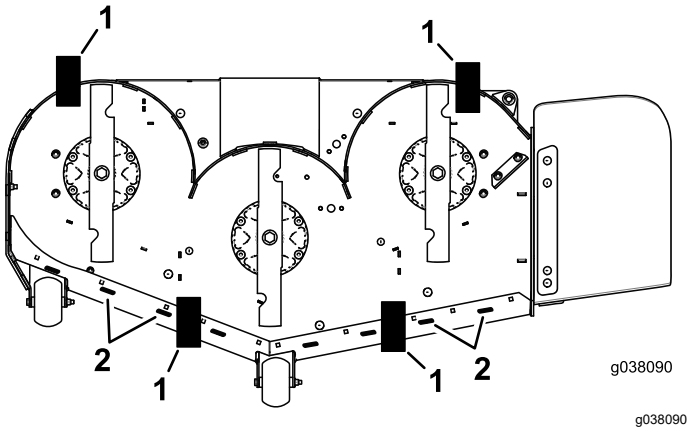

Figure 83
9. Place 2 blocks (see table below) under the rear edge of the cutting deck skirt; 1 on each side of the cutting deck (Figure 83).